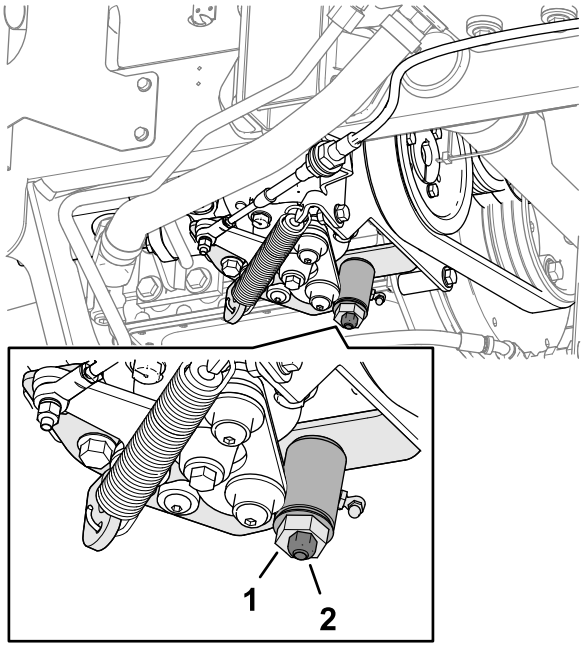

Figur 70
3. Løsn låsemøtrikken på traktionsjusteringsknasten (Figur 70).